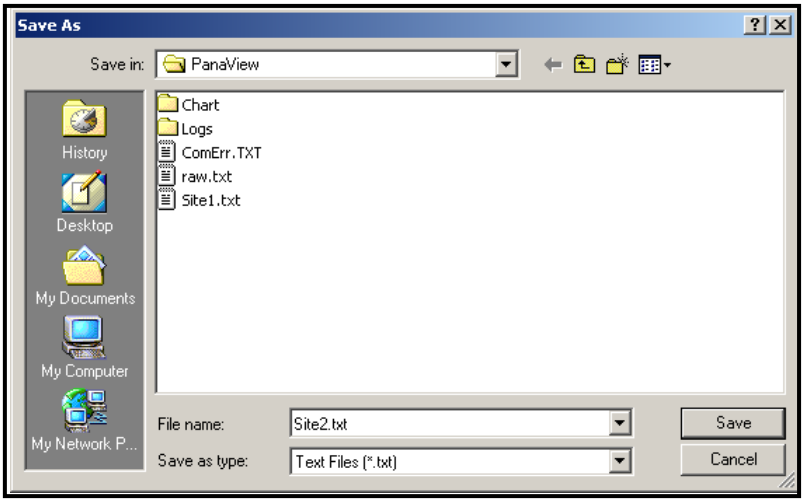

Figure 29: *Save As* Window
To *save* the raw signal, click *Save.* A window opens similar to *Figure 29*. Enter the desired name, and click *Save* to save the signal as a text file.
2. Click *Save Site to PC.* A window opens similar to *Figure 29 on page 90*.